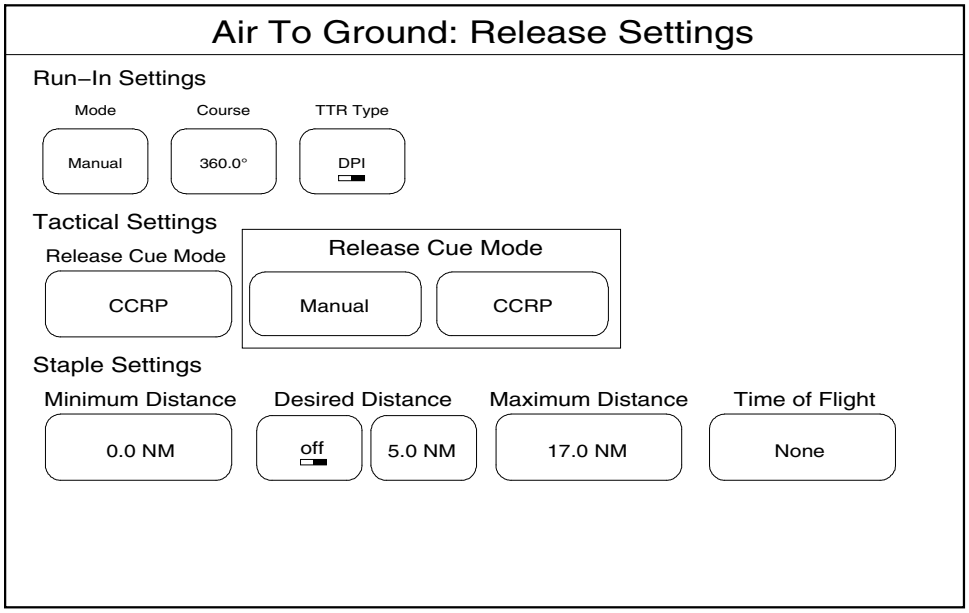

**Figure 1-106. Release Cue Mode for GBU-12/51.**
1.3.3.4.4 GBU-12/51 Release Settings. The GBU-12/51 has one additional setting available under the Release Settings column labeled Release Cue Mode. The Release Cue Mode button allows the method of weapon release to be configured. Selecting the Release Cue Mode button will bring up the Release Cue Mode options screen (Figure 1-106). The two settings available are Manual and Continuously Computed Release Point (CCRP).